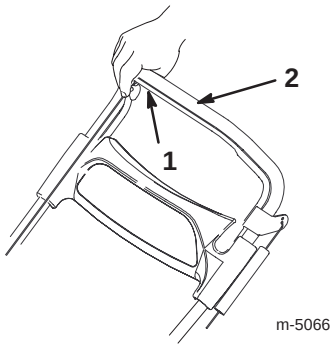

Figur 11
3. Hold kontrollstangen på høyre side av håndtaket, som vist i figur 11.